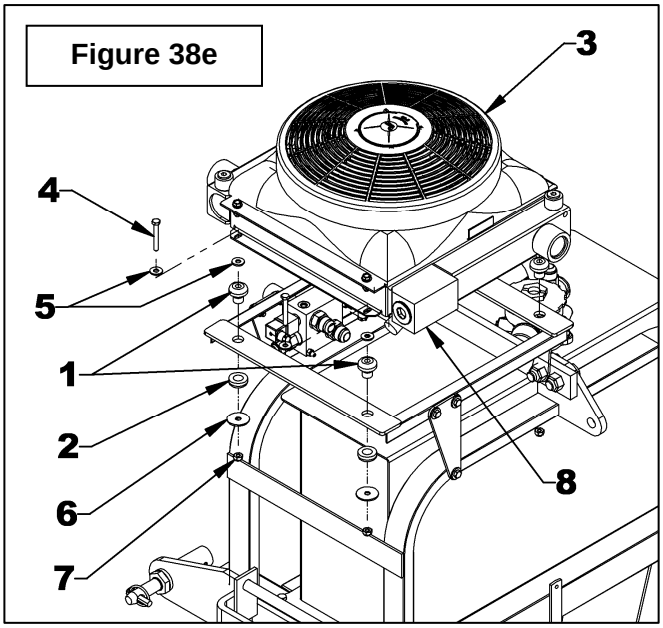

Figure 38e
4. **Figure 38e:** Install the rubber bushings (items 1-2) on the support then attach the oil cooler (item 3) with four 5/16" NC x 2 1/4" bolts (item 4), 5/16" flat washers (item 5), the flat washers supplied with the rubber bushings (item 6) and 5/16" NC nylon insert nuts (item 7).